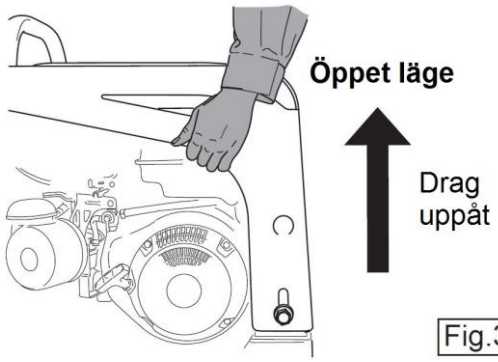

Fig.36
2. Greppa skyddshuvens sidor och drag uppåt. (Fig.36)